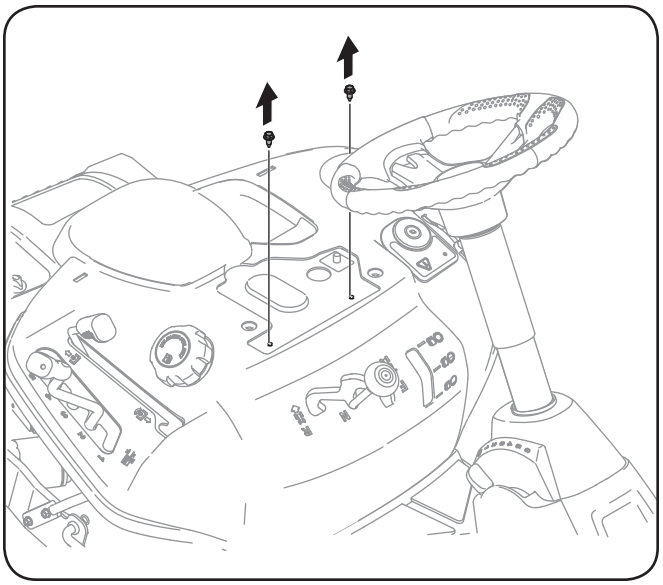

Figure 3-5
2. Retirez les deux vis autotaraudeuses installées en usine sur le tracteur. Voir Figure 3-5.